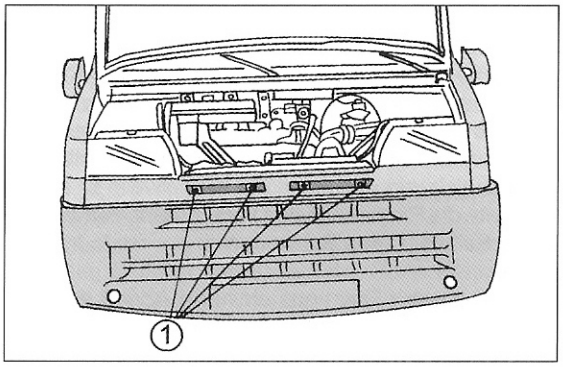

Bild 25
- Die vier in Bild 25 gezeigten Schrauben herausdrehen und das gesamte Vorderteil des Fahrzeuges ausbauen.